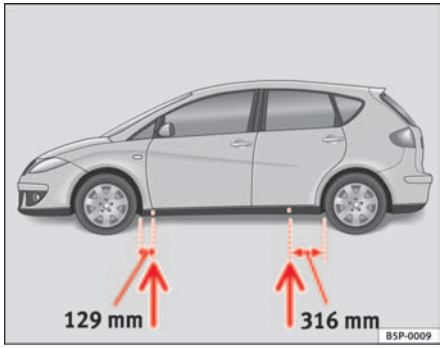

Fig. 167 The jacking points
– Locate the jacking point under the door sill closest to the wheel being changed ⇒ fig. 167.
Recesses at the front and rear of the door sills mark the jacking points ⇒ fig. 167. A position has been made for each wheel. Do not fit the jack anywhere else.